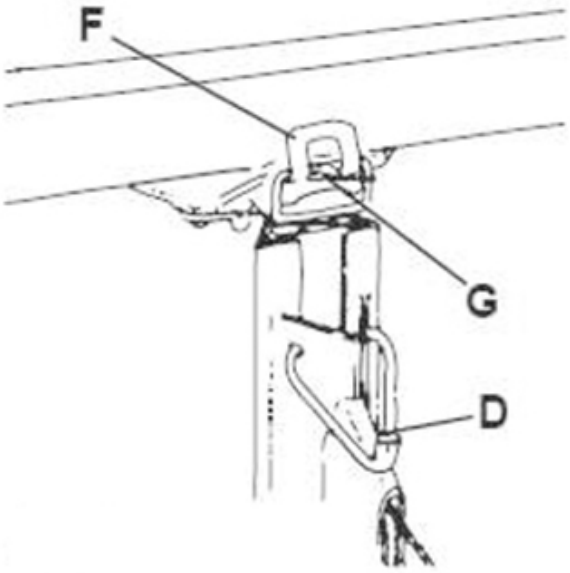

FIG. 5
- Fixez bien le support au cadre pour éviter que le crochet basculant ne se casse (fig.5), puis accrochez-le à la broche (fig.5).